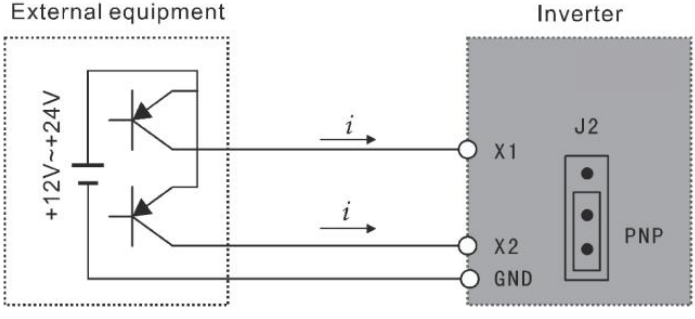

Abbildung 3-2 PNP-Verdrahtungsmodus
(2) Bei Verwendung der PNP-Verdrahtungsart für externe Geräte wird eine Source-Logik induziert, und der Strom fließt vom Eingangsanschluss hinein (Sinkstrom), wie in Abbildung 3-2 dargestellt . Gleichzeitig ist der Parameter P067=1 erforderlich.